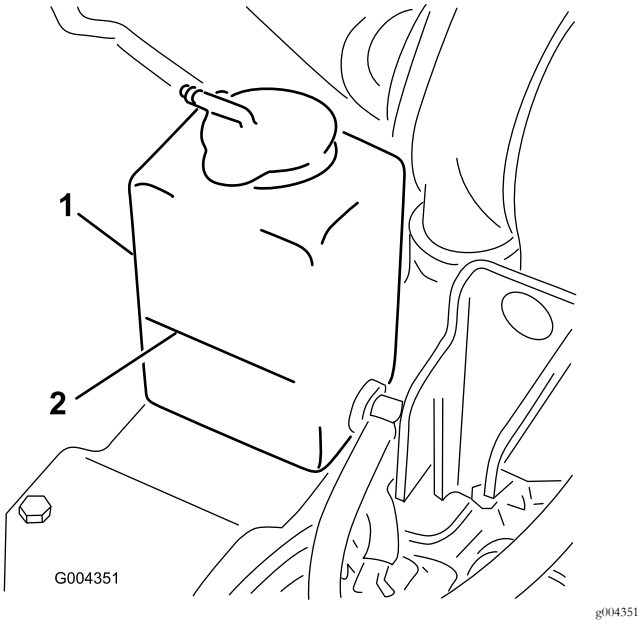

**Rysunek 20**
1. Sprawdź poziom płynu chłodzącego w zbiorniku rozprężnym (Rysunek 20).